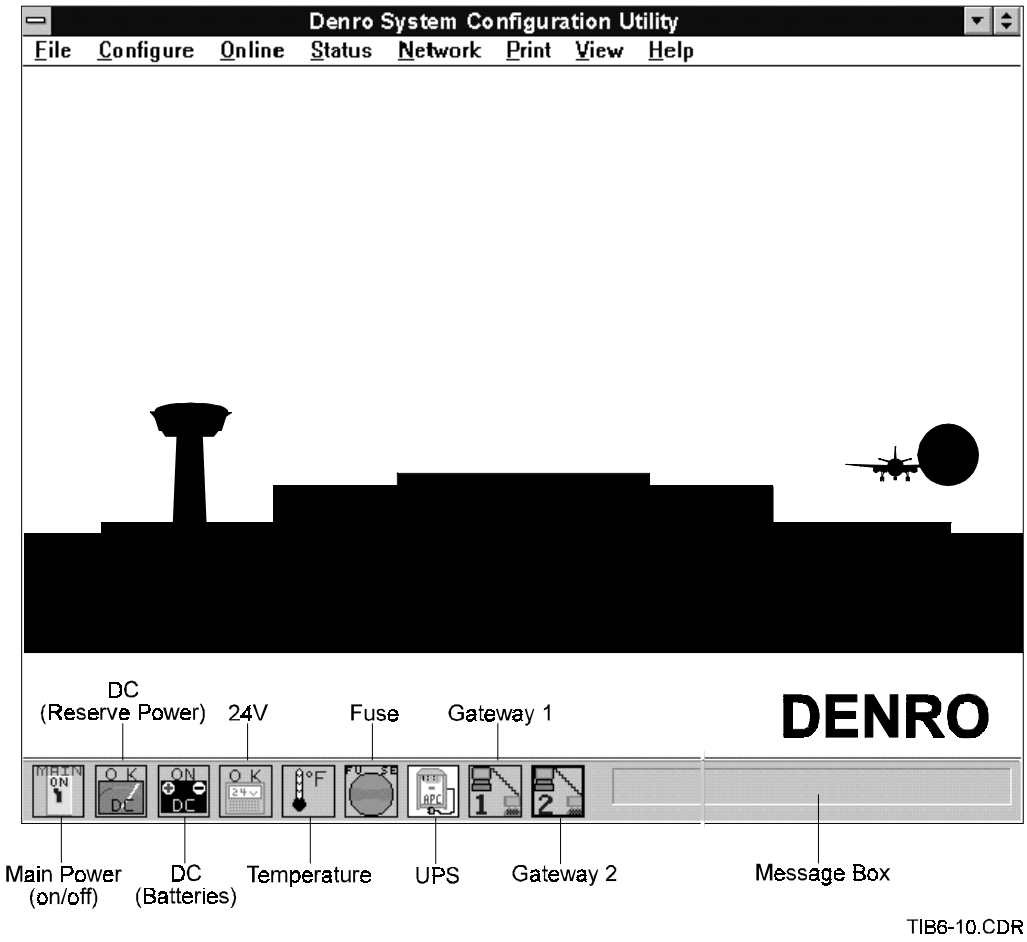

*Figure 6-10. SCT/MCT Indicator Icons and Status Bar*
**Figure 6-10** shows the location of the indicator icons and status bar on the SCT/MCT Main Selection Menu. The indicator icons represent symbols of selected items; the status bar is shown located on the lower edge of the screen. To use this feature, the operator moves the mouse cursor to the desired indicator icon to get the current status of the device displayed on the screen.